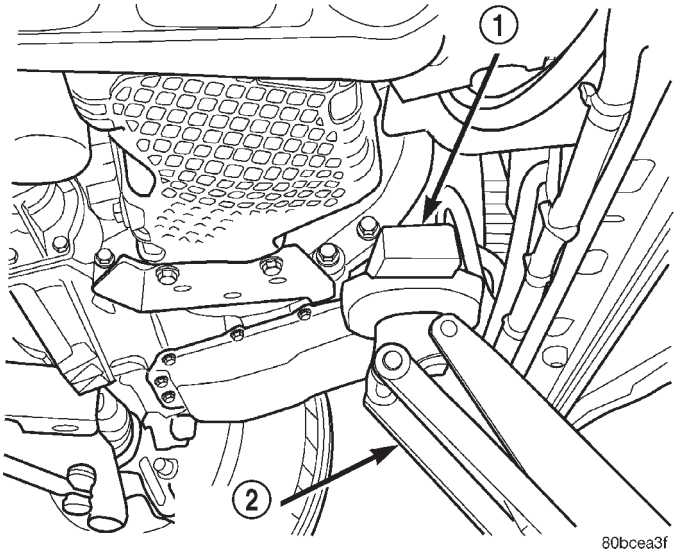

Abb. 136 Rangierwagenheber anordnen
(2) Nun kann die Motoranordnung durch Anordnung eines geeigneten Wagenhebers an der Vorderkante der Kupplungsglocke eingestellt werden (Abb. 136).
HINWEIS: Der Rangierwagenheber muß wie in (Abb. 136) angeordnet werden, um ein noch so geringfügiges Anheben des Motors auszuschließen.